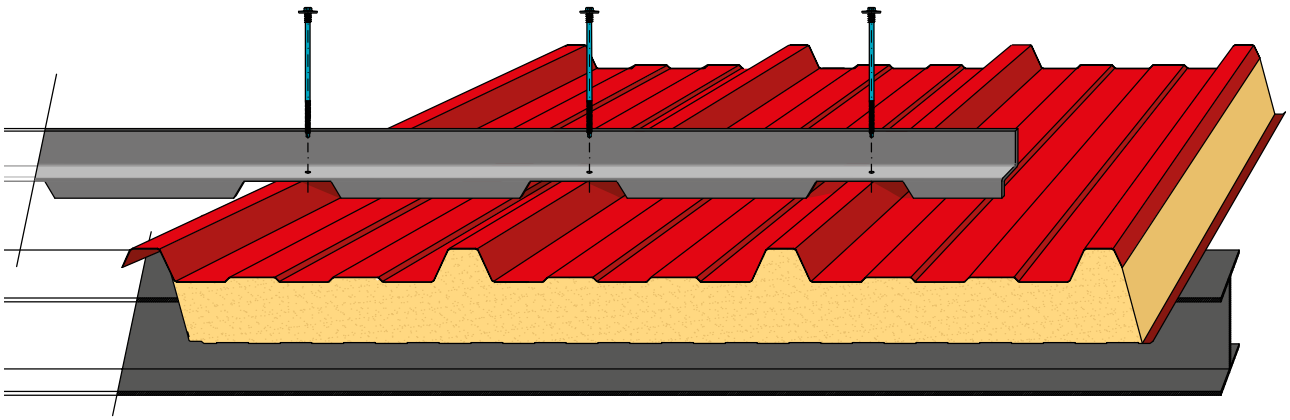

Fig. 5.6.3: Z14 drawing for KS1000 RW panel
Snow grippers (SG) are fastened through the roof panel into purlin (see Fig. 5.6.3). Their distance, number, and place will be determined by the designer on the basis of the manufacturer's recommended calculation. For SG draft contact Kingspan Technical Department.